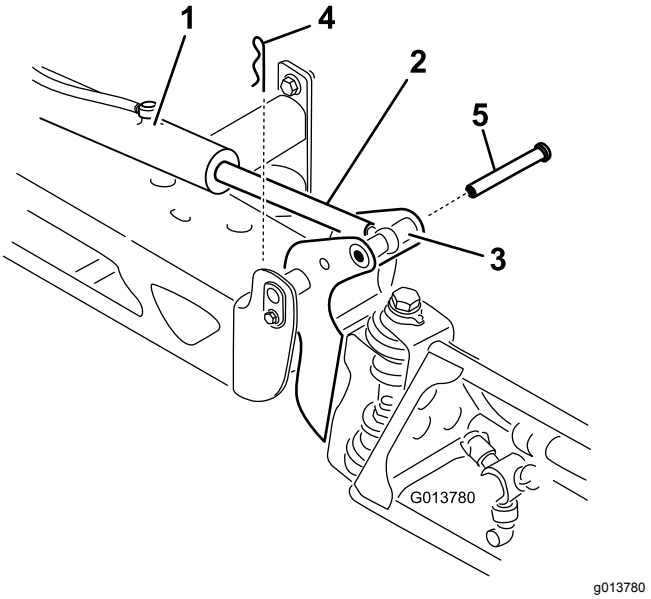

**Рисунок 96**
2. Извлеките шплинт из оси поворота (Рисунок 96).
3. Поднимите стрелу, извлеките штифт (Рисунок 96) и медленно опустите стрелу на землю.
9. Удерживая стрелу, проденьте штифт сквозь ось поворота стрелы и шток привода (Рисунок 96).